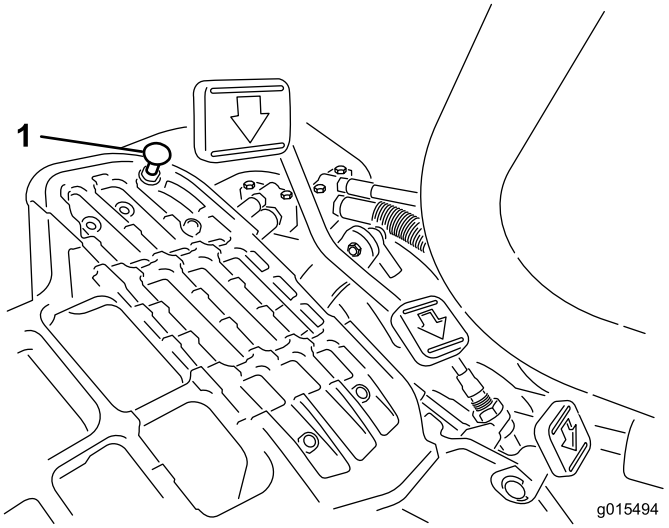

Figur 48
For at opnå maksimal transporthastighed skal du sætte funktionsbevægelseshåndtaget i transportposition og trykke ned på traktionspedalen. Hvis pedalen når stoppet (Figur 48), før stramning mærkes på kablet, er det nødvendigt med justering:
1. Sæt funktionsbevægelseshåndtaget i transportpositionen, og løsn den låsemøtrik, der holder pedalstoppet på gulvpladen (Figur 48).